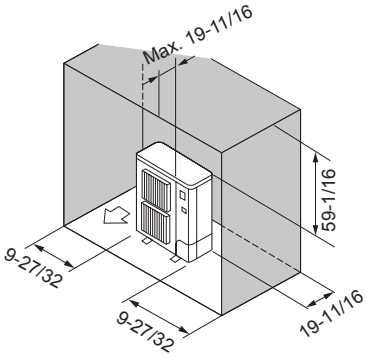

Fig. 2-10
⑥ Obstacles à l'arrière, sur les côtés et au-dessus (Fig. 2-10)